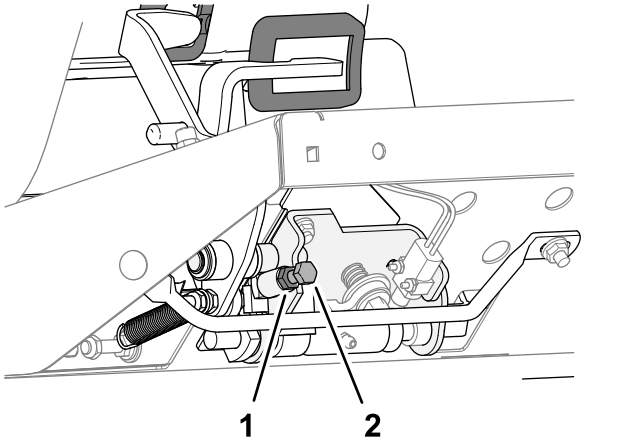

**Figur 86**
- Vrid anslagsskruven för hastighetsreglering (Figur 86) medurs för att minska klipphastigheten.